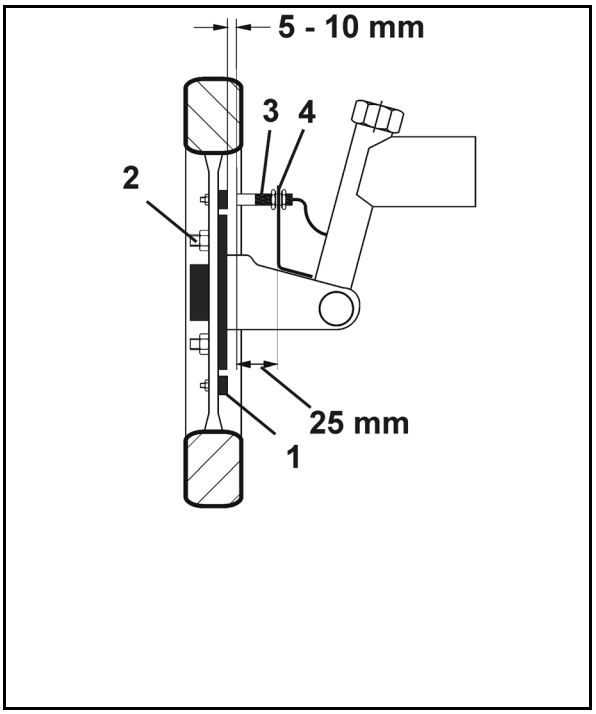
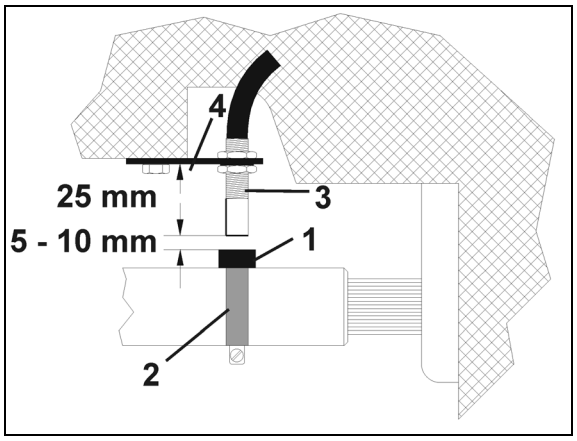

図 97
図 98
1. ポンプの入力軸 (図 97/1) を清掃し、グリースを塗布します。
2. プロペラシャフトのスプリングピン (図 98/1) を押し込みます。
4. チェーン (図 98/2) を機械 (図 97/2) に掛けることでプロペラシャフト保護パーツが一緒に回転するのを防いでください。